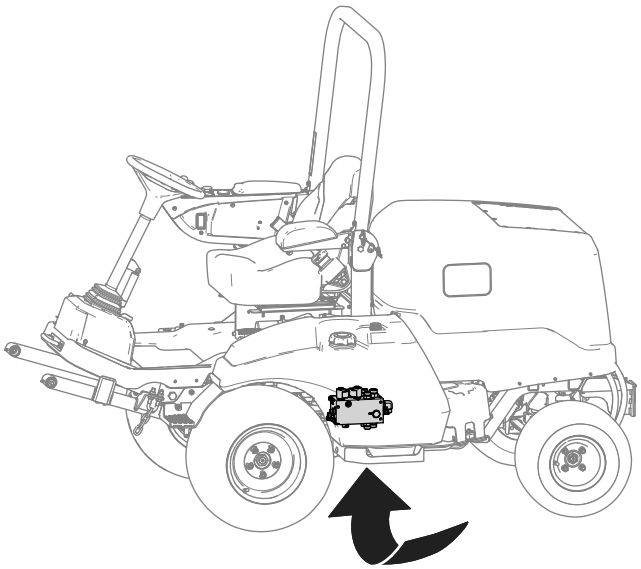

Figur 9
A. Anbring en drænbakke under hydraulikmanifolden (vist på Figur 9).